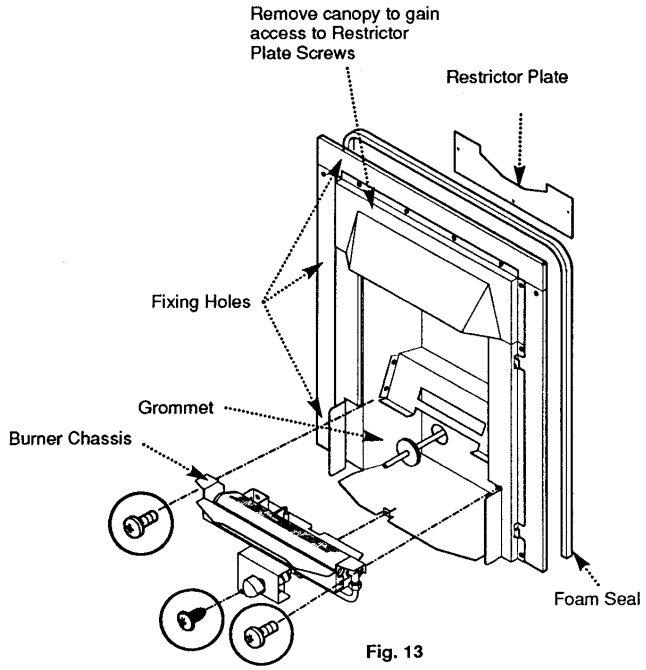

Fig. 13
1. **If the fire is to be fitted in a flue box or a 5 inch lined flue, remove the restrictor plate from the rear of the appliance** (Fig. 13). To remove the restrictor plate, first remove the canopy to gain access to the screws. Remove restrictor plate, and replace the canopy taking care not to damage any painted surfaces.
a) With the fire pushed onto the fireplace opening in the correct level position, mark the four holes in the wall through the fixing holes in the firefront. Remove the fire, drill and plug the wall (Fig. 13).
5. Take the foam seal from the kit and remove it’s backing strip. Fit it to the rear of the fire frame ensuring the seal is applied in the correct position as to allow no spillage of products through the screw securing holes (Fig. 13).
6. Undo the three screws retaining the burner chassis to the combustion box sides and base. Withdraw the burner chassis from the fire and place to one side (Fig. 13).